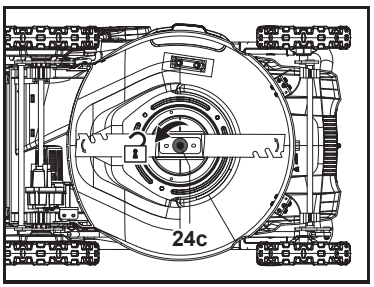

Fig. 21
1. Keep the underbody and cutting blade (24) clean and free of debris. Remove clippings from the rear discharge chute (23).
3. Keep the cutting blade (24) sharp to ensure a good cutting performance. Replace a worn or damaged cutting blade with a new one of the same type or have it sharpened by a qualified specialist.
4. Loosen the mounting bolt (24c) counterclockwise using a suitable electric impact wrench (socket size 13 mm) (Fig. 21), remove it together with the flat washer (24b) and the cutting blade (24).